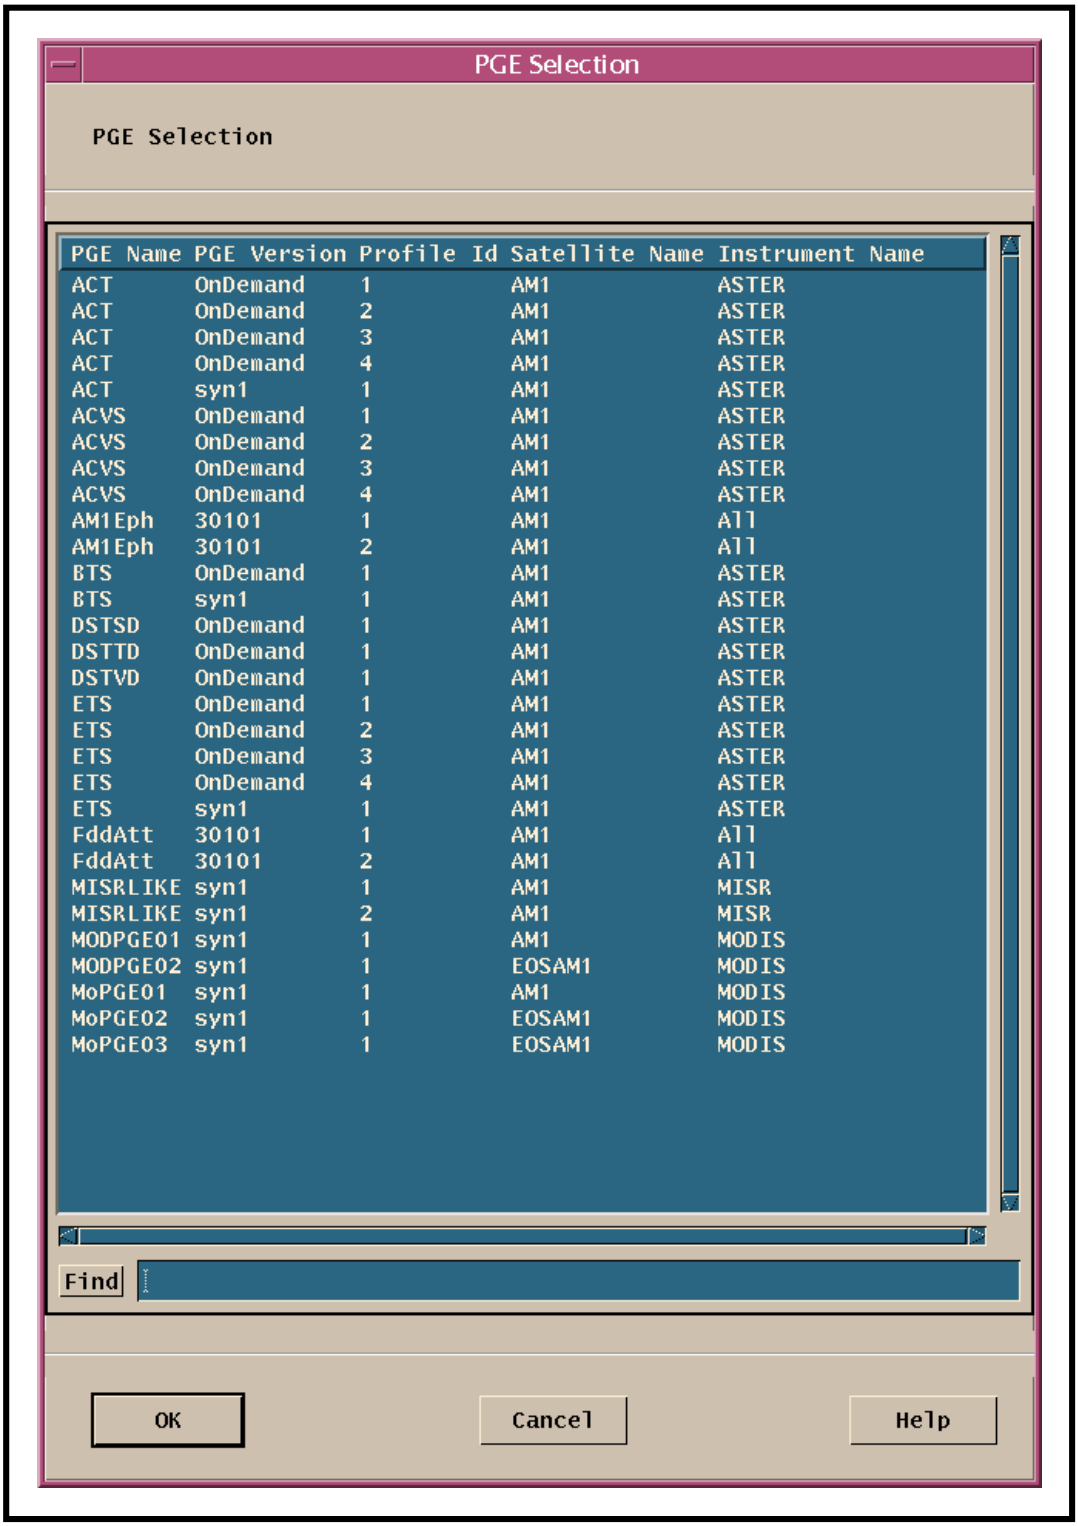

Figure 19. PGE Selection GUI
- The **PGE Selection** GUI (Figure 19) is displayed.